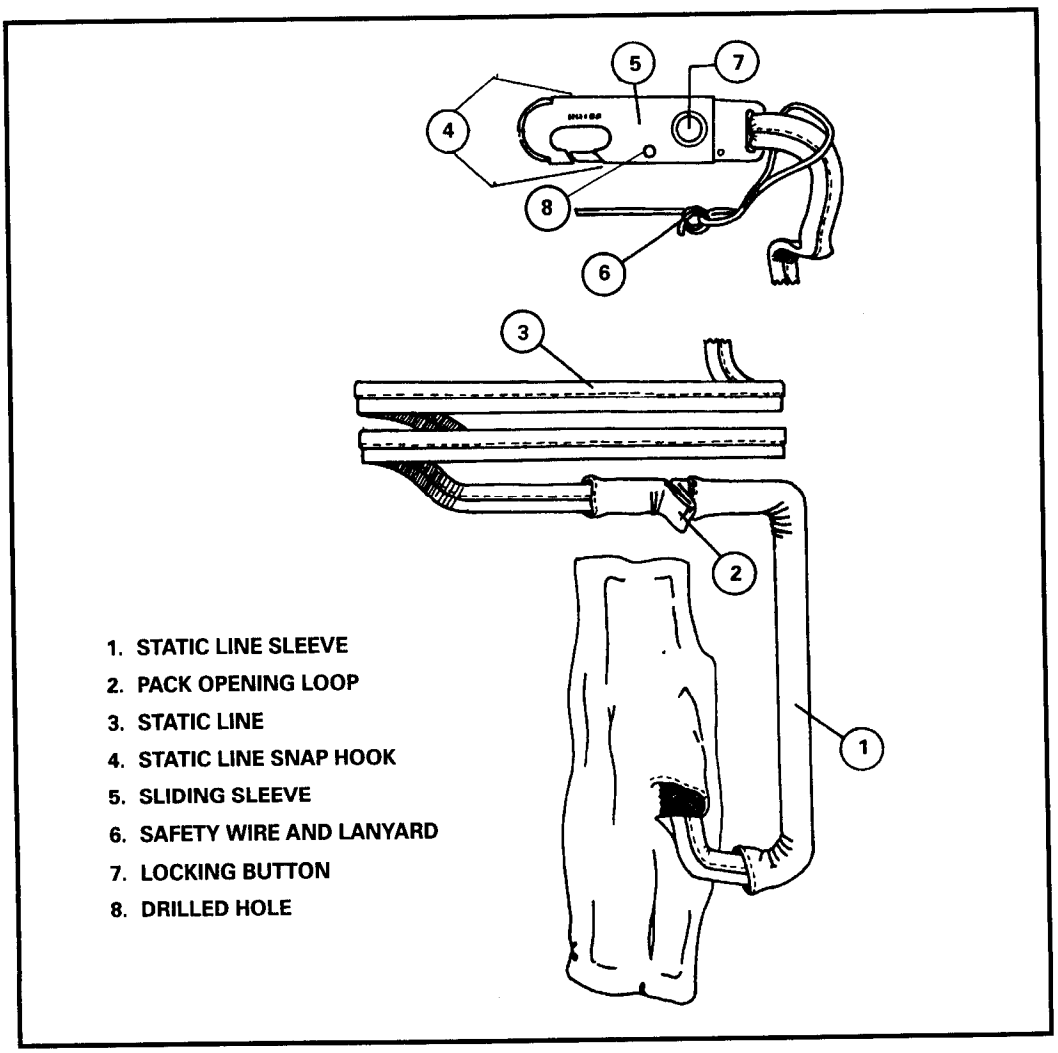

Figure 2-2. Static line and nomenclature.
b. **Static Line Assembly.** The static line (Figure 2-2) consists of the following: